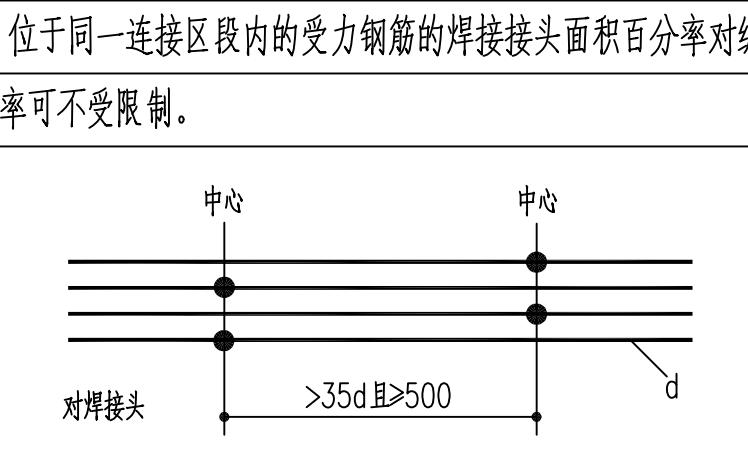

图3b. 焊接接头面积百分率50%
4.2.12 纵向受力钢筋的焊接接头应相互错开。钢筋焊接接头连接区段的长度为35d(d为纵向受力钢筋的较大直径)且应≥500mm,凡接头中点位于该连接区段长度内的焊接接头均属于同一连接区段。位于同一连接区段内的受力钢筋的焊接接头面积百分率对纵向受拉钢筋接头:≤50%(见图3b),纵向受压钢筋的接头面积百分率可不受限制。